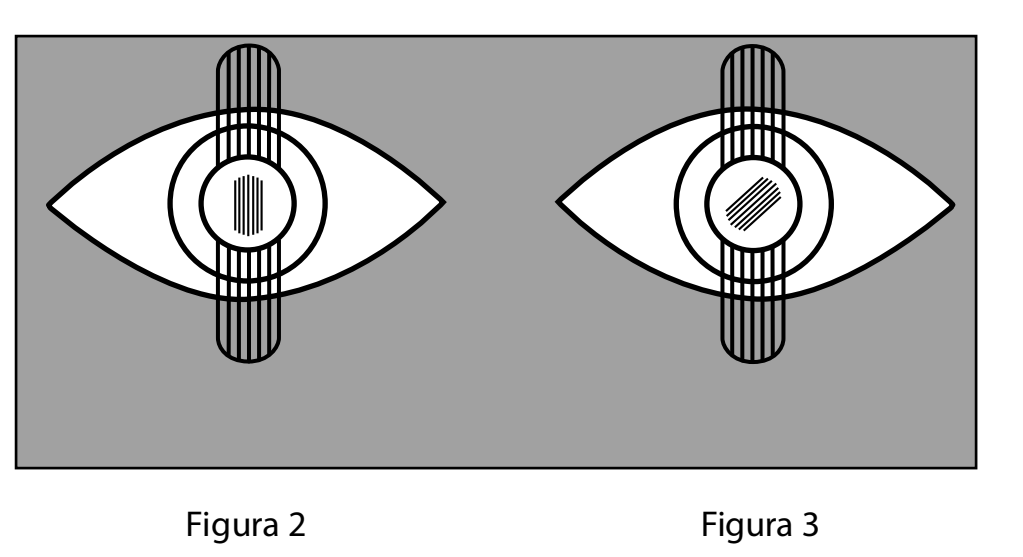

Figura 2 Figura 3
4. Osservare il "riflesso" che apparirà come illustrato nella figura 2, a patto che non sia presente una condizione di astigmatismo obliquo. In caso contrario, si otterrà un risultato più simile a quanto riportato nella Figura 3, nella quale il riflesso non è verticale.